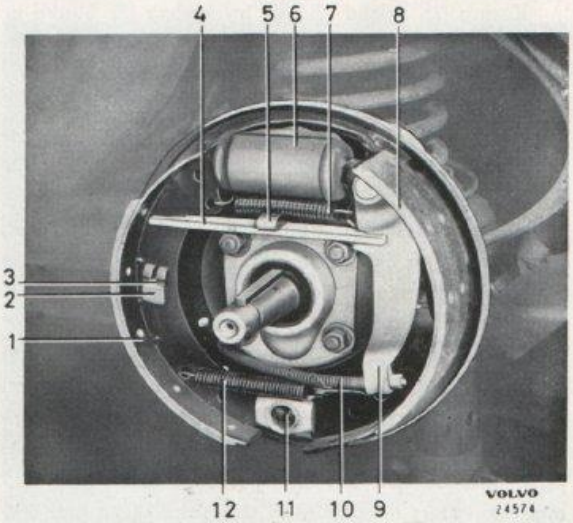

Bild 7-18. Bakhjulsbroms
upptill, se bild 7-18. Använd nitar enligt specifikationen och nitpress med passande dornar. Börja nita på mitten och fortsätt utåt ändarna. Kontrollera efter nitningen att bromsbelägget ligger väl an efter hela sin längd.
3. Sätt handbromslänken på sin plats och se till att den vändes rätt. Haka på nedre returfjädern och montera främre bromsback med styrpinne och låsklämma. Haka på övre returfjädern med bromsfjäderstång. Tag bort SVO 4074. Montera fjäderklämma (5, bild 7-18).